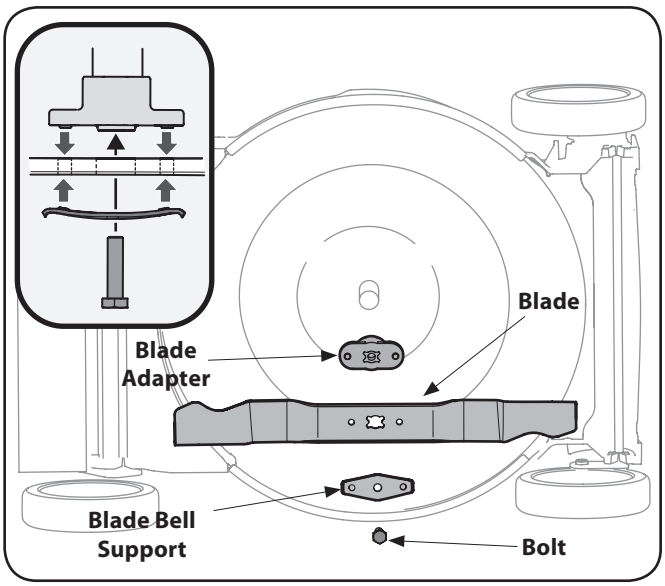

Figure 7-1
2. Remove the bolt and the blade bell support which hold the blade and the blade adapter to the engine crankshaft. See Fig. 7-1.
3. Remove blade and adapter from the crankshaft. See Fig. 7-1.
5. Lubricate the engine crankshaft and the inner surface of the blade adapter with light oil. Slide the blade adapter (and wave washer, if applicable) onto the engine crankshaft. Place the blade on the adapter such that the side of the blade marked “Bottom” (or with part number) faces the ground when the mower is in the operating position. Make sure that the blade is aligned and seated on the blade adapter flanges. See Fig. 7-1 inset.